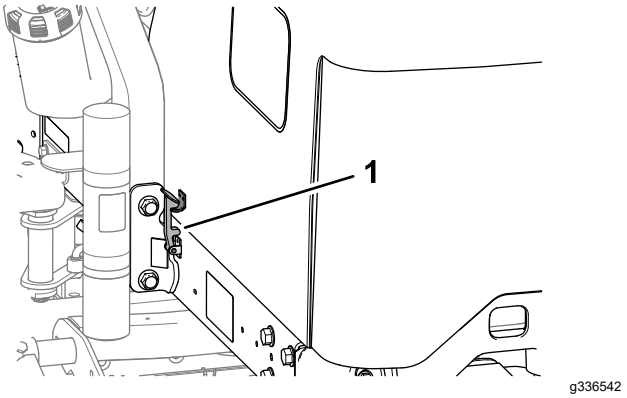

Figuur 58
2. Draai de motorkap naar boven en achteruit (Figuur 58).